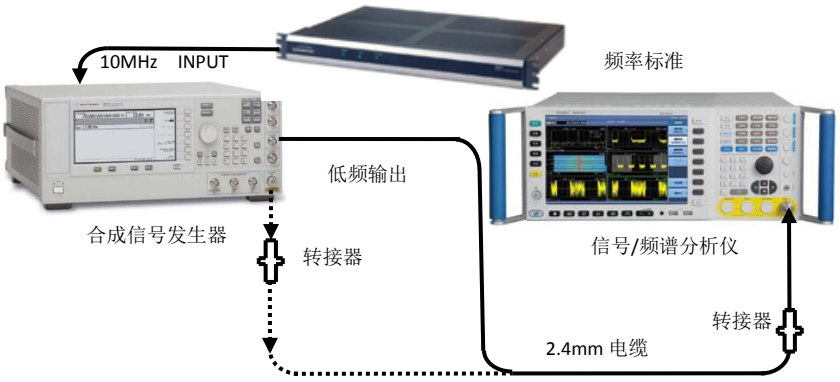

图8.1 频率范围测试示意图
1) 按照图 8.1 连接频率标准输出至信号发生器的 10MHz IN，由外部频率标准为合成信号发生器供参考频率，合成信号发生器的低频输出接至 4051 的输入端口（如没有频率标准，可用具有高稳定频率参考选件的信号发生器代替）。
5) 按图 8.1 所示虚线位置改变测试连接关系，连接合成信号发生器的射频输出与 4051 的射频输入。